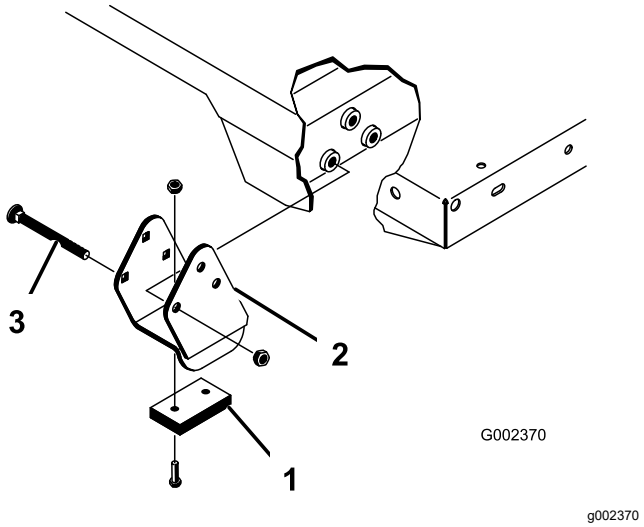

Figur 35
Obs: Kontrollera att distansfästena och slitageblocken (Figur 35) monteras med vagnskruvhuvudena inuti maskinen.
2. Lägg försiktigt ner flaket på maskinramen med de bakre hålen på flakets svängplatta inpassade mot hålen i den bakre ramkanalen, och montera två sprintbultar och hjulsprintar (Figur 35).
4. För in sprintbulten från flakets utsida med hjulsprinten utåt (Figur 35).